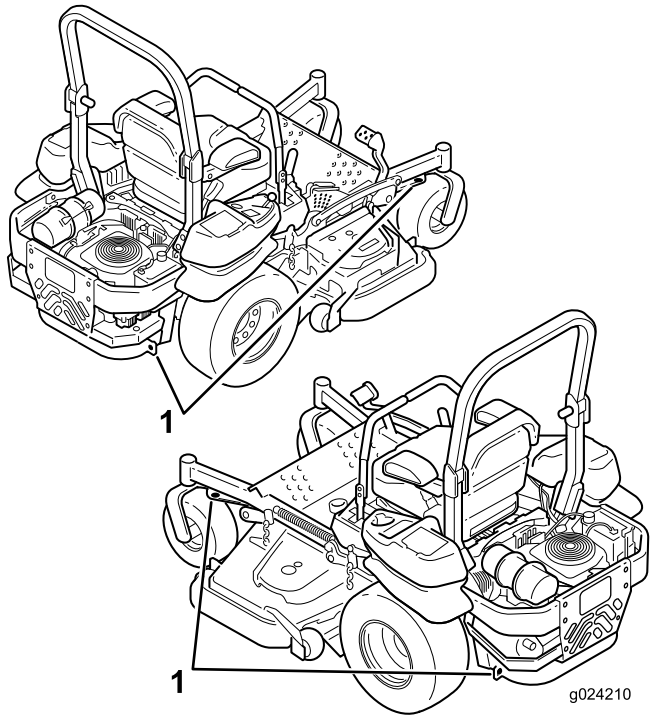

Figur 34
5. Bruk metallbindeløkkene på maskinen for å feste maskinen sikkert til tilhengeren eller lastebilen med remmer, kjettinger, vaier eller tau (Figur 34).